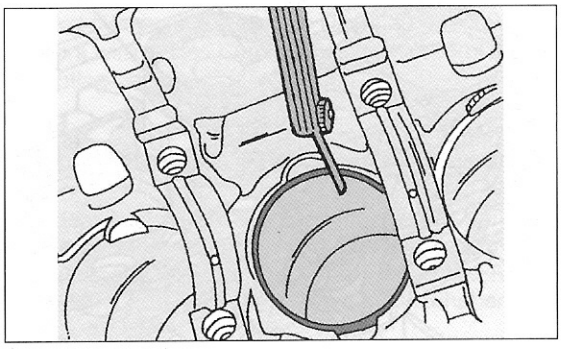

Bild 99
- Als Nächstes der Reihe nach alle Kolbenringe von der Oberseite in die Bohrung einsetzen. Mit einem umgekehrten Kolben den Ring nach unten stoßen, bis er ca. 15 mm von der Unterkante der Bohrung entfernt steht. Den Zylinderblock dazu auf eine Seite legen. Eine Fühlerlehre in den Spalt zwischen den beiden Ringenden einschieben, um das Kolbenringstoßspiel auszumessen (Bild 99). Die Stoßspiele können nicht eingestellt werden und die Kolbenringe sind nicht länger verwendungsfähig, falls sie zu groß erscheinen.